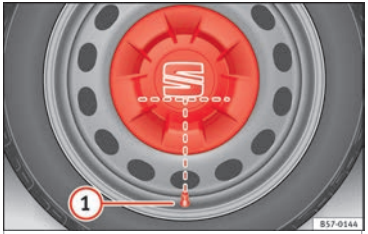

Fig. 71 Correct positioning of the central wheel trim for steel rims.
- Fit the central wheel trim onto the rim. The bottom of the “S” of the SEAT badge should align with the inflation valve ››› **Fig. 71** (1).